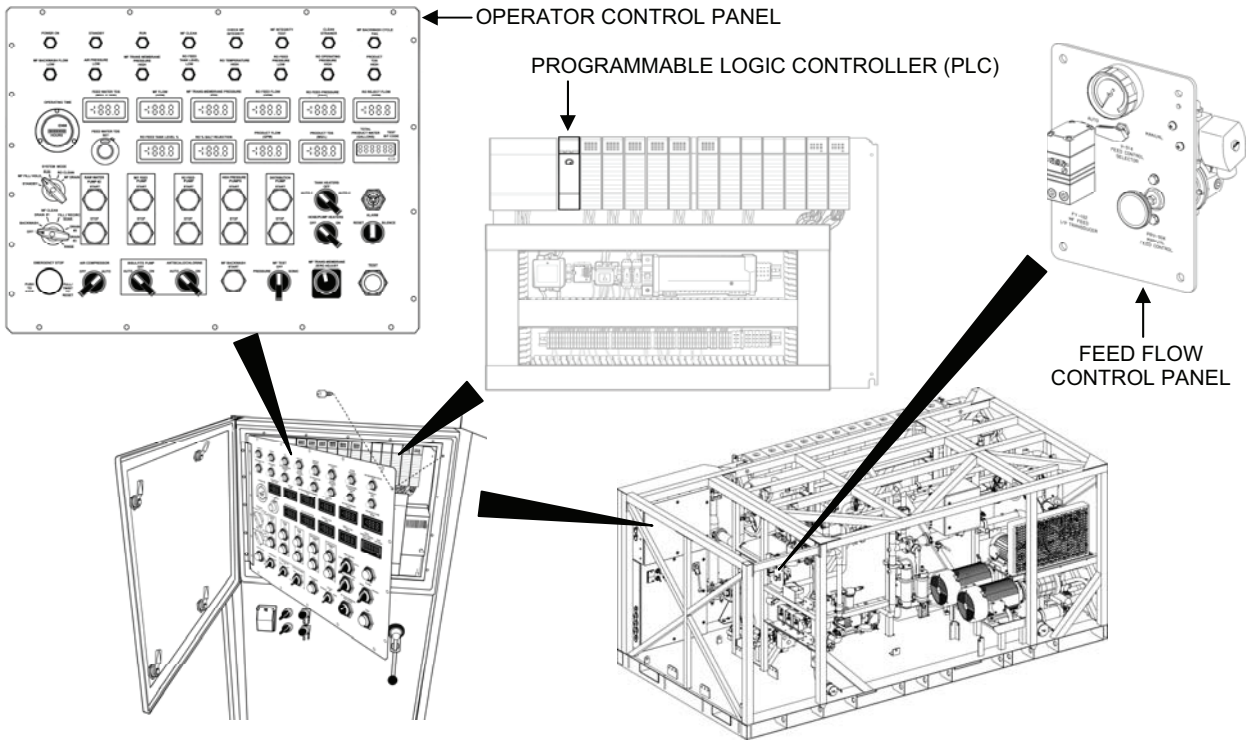

Figure 27. Operator Control Panel and Feed Flow Control Panel.
The Operating Controls include the Operator Control Panel (OCP), the Feed Flow (FF) Control Panel and the Programmable Logic Controller (PLC) (Figure 27). It also includes several indicators and controls off of the OCP that require occasional adjustment and monitoring for manual operation. The OCP provides all of the pushbuttons, switches, alarm lights and displays needed for operator control and monitoring of the system. The FF Control Panel controls the operation of Flow Control Valve V-202, which controls the flow of filtrate from the MF system to the RO feed tank. The feed flow control panel has a manual mode of operation to allow operator control of the MF feed flow. In manual mode, the pressure must never exceed 15 psi on the feed flow control panel gauge. The PLC provides automated control after operator startup and in response to operator switch selections. Indicators and controls throughout the TWPS MF and RO systems provide the operator with local indications of system conditions and manual controls for certain operating functions of the TWPS.